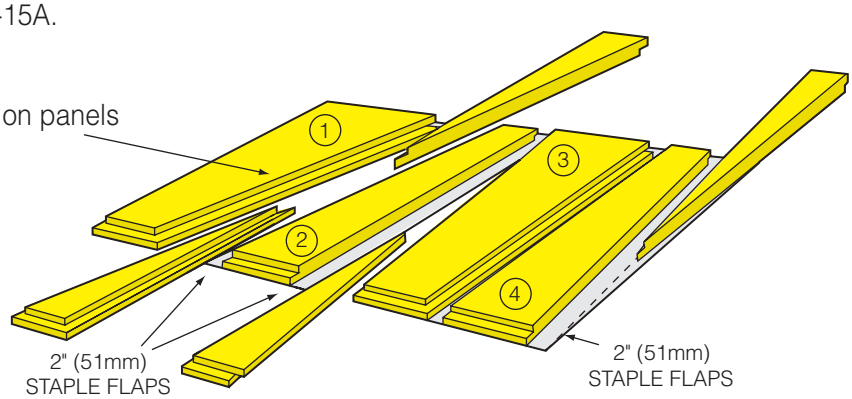

Fig. 3-15B.
2. Make straight knife cuts along lines A - B and A' - B' through board and facing on panels ① and ③. Replace female shiplaps. Discard triangular scrap. See Fig. 3-15B.
3. Straight knife cut through insulation only along lines C-D and C'-D'. Remove and discard triangular scrap. Trim facing to provide 2" (51mm) staple flaps. See Fig. 3-15B.